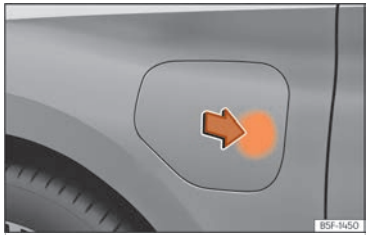

Fig. 58 Obertura de la tapa de la presa de càrrega.
- Premeu sobre la tapa de la presa de càrrega de la bateria, on hi ha la fletxa, per obrir-la ››› fig. 58.